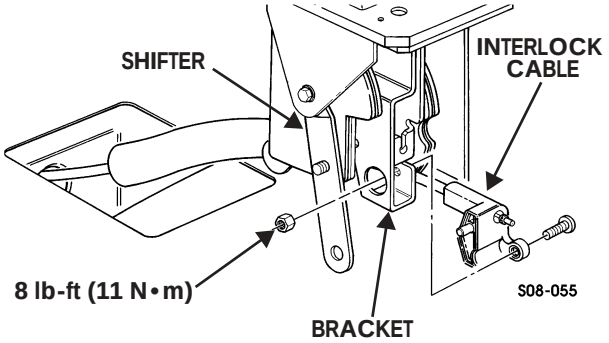

Figure 8-17: Interlock Cable and Shifter
11. Remove nut and screw securing interlock cable to shifter (Figure 8-17).
1. Install interlock cable on shifter with screw and nut. Tighten nut to 8 lb-ft (11 N•m) (Figure 8-17).